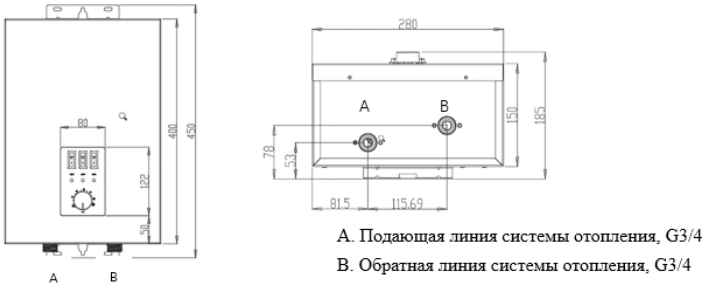

Рис. 9. Присоединительные размеры
7.3.3 Подсоединение труб (Рис. 9)